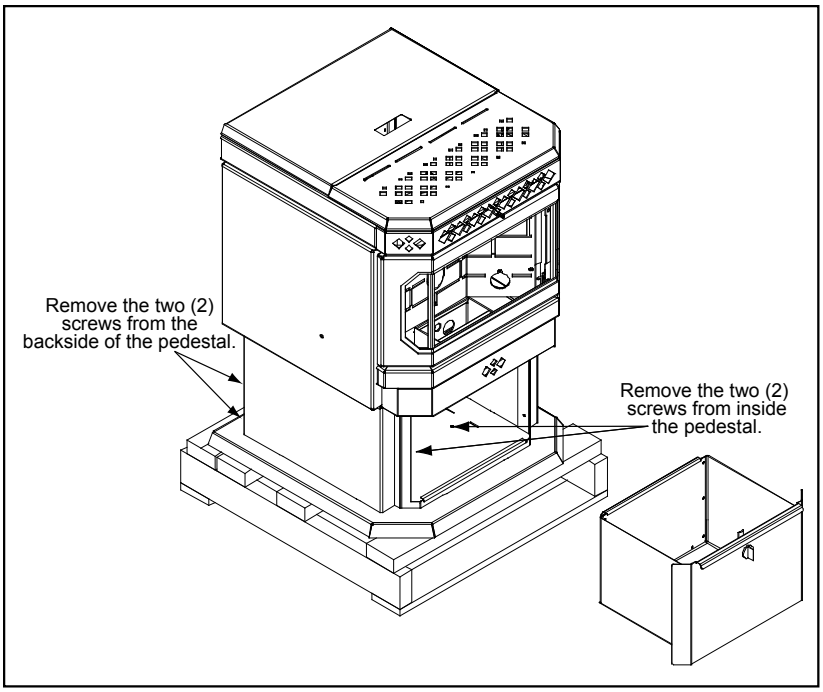

**Figure 10: Screws to take out to remove freestanding unit from pallet.**
FREESTANDING: To remove your new freestanding stove from its pallet, remove the ash pan and remove the two (2) wood screws inside this area as shown (see Figure 10). Also remove the two (2) wood screws on the back of the pedestal. Remove the unit form the pallet and replace the ash pan.